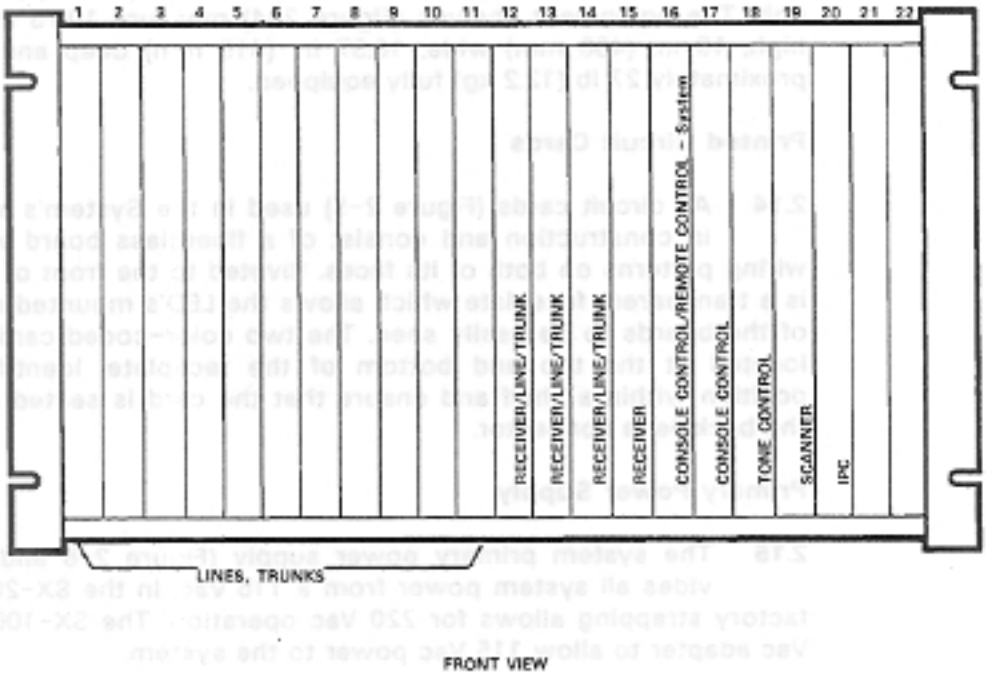

Figure 2-4 Equipment Shelf
2.13 The equipment shelves used in the SX-100 and SX-200 are identical, and hold up to 21 printed circuit cards which plug into the shelf backplane. On the rear of the backplane are a number of 25-pair plugs providing interconnections between the shelves and external equipment. In addition to the plugs are a number of screw-down terminals allowing shelf connection to the primary power supply unit. The equipment shelves (Figure 2-4) measure 10.75 in. (273 mm) high, 19 in. (480 mm) wide, 16,37 in. (415 mm) deep and weigh approximately 27 lb (12.2 kg) fully equipped.